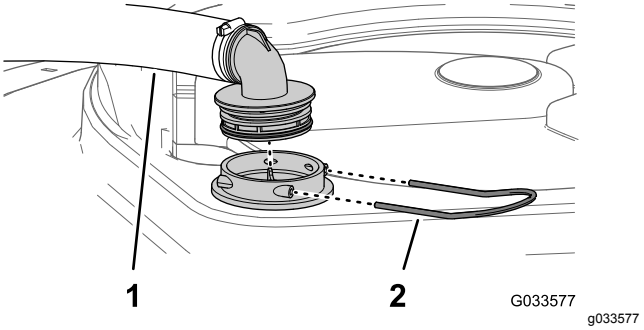

Figur 95
2. Ta bort hållaren som fäster slangnippeln på den stora slangen och filterkåpan på tankens ovansida (Figur 95).
3. Ta bort slangen och slangnippeln från filterkåpan (Figur 95).